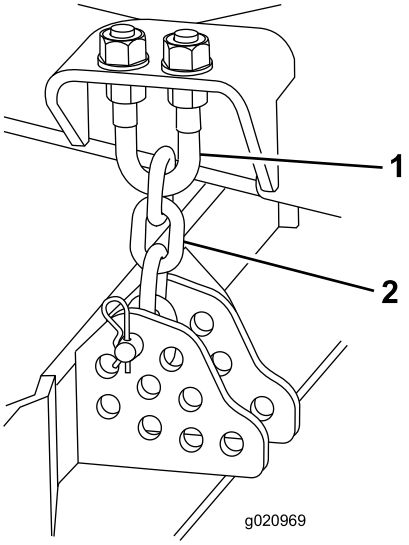

Bild 76
4. Entfernen Sie den Splint und den Lastösenbolzen, mit denen die Schnitthöhenkette an der Rückseite des Mähwerks befestigt ist (Bild 76).